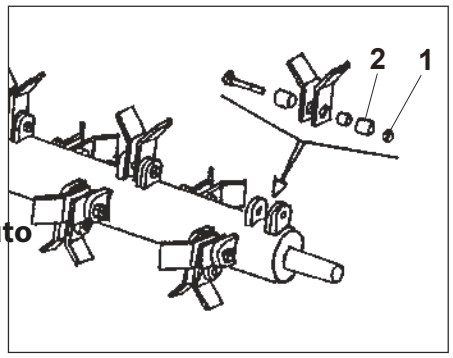

Fig. 12
- **Quitar la tuerca 1** (Fig. 12) del perno que fija las cuchillas gastadas, prestando atención a los diversos componentes y en particular a la posición de los distanciadores 2 (Fig. 12), en la fase de montaje, volver a posicionar las cuchillas nuevas y los componentes en la misma posición;